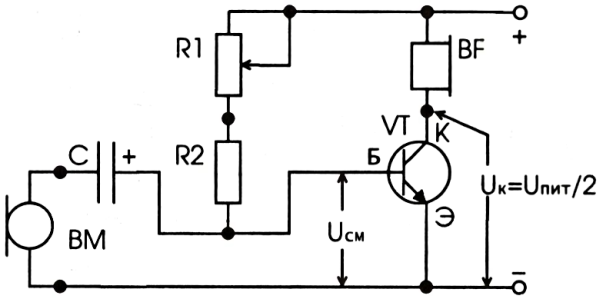

Рис. 5
Схематически напряжение смещения на базе обеспечивается разными способами. Один из них показан на рис. 5, где через цепочку резисторов **R1** и **R2** на
Усилительный каскад считается настроенным, если напряжение на коллекторе составляет половину питающего напряжения: $U_К = \frac{U_{пит}}{2}$ (см. рис. 5). Этого добиваются подбором базового резистора **R1**.
1. Какова роль конденсатора **C** в цепи базы (рис. 5)?
2. Какую роль играют резисторы **R1** и **R2** в цепи базы (рис. 5)?